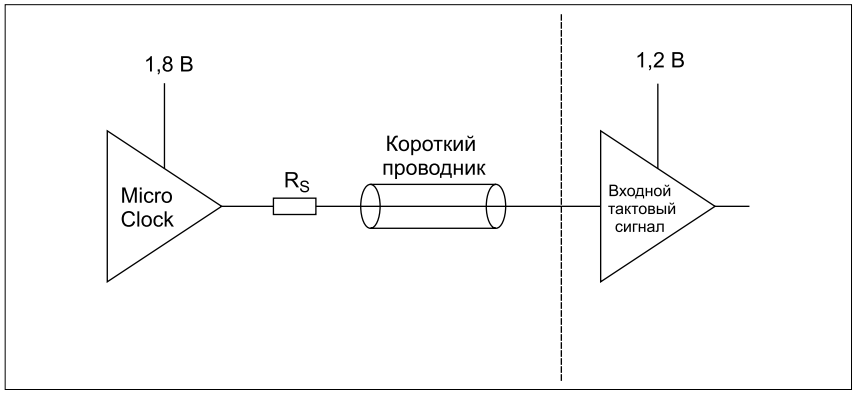

Рис. 3. **Подача сигнала на вход низковольтной КМОП-логики**
• **Подача входного тактового сигнала на низковольтные логические схемы** (см. рис. 3). Это тоже является оптимальным вариантом. Выберите амплитуду, которая наиболее близка к той, что необходима для работы логической схемы. Такой выбор справедлив и для высоких, и для низких частот, например 32,768 кГц.